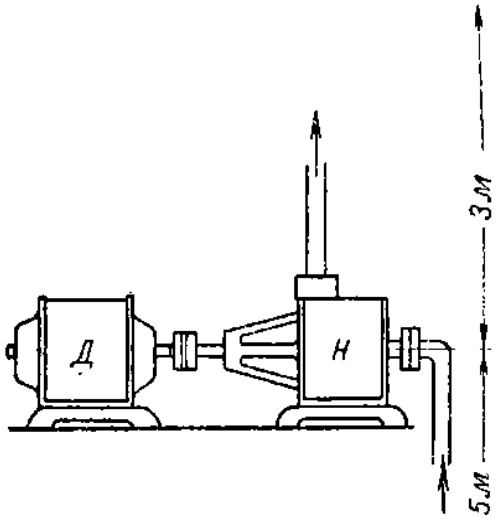

Рисунок 2 – Схема к задаче №5.
5. Какую мощность должен иметь двигатель насоса, перекачивающего каждую секунду 25,5 л воды с глубины 5 м в резервуар, расположенный на высоте 3 м? Потери не учитываются (рис. 2).